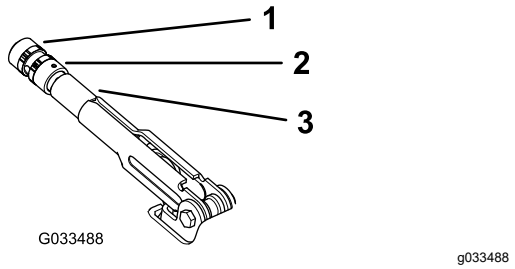

Figur 60
2. Løsne setteskruen som festen knotten til parkeringsbremsespaken (Figur 60).
3. Roter knotten (Figur 60) til det er nødvendig med styrke på 20–22 kg for å heve spaken.
4. Stram setteskruen når du er ferdig (Figur 60).